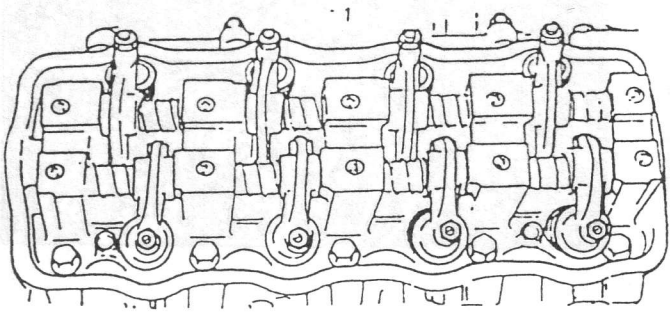

Fig. 3-6-37
3) Después de instalar los balancines, muelles y ejes de balancín de la manera ilustrada en la Fig. 3-6-37, ajuste los muelles del eje de balancín hasta el par de apriete especificado.